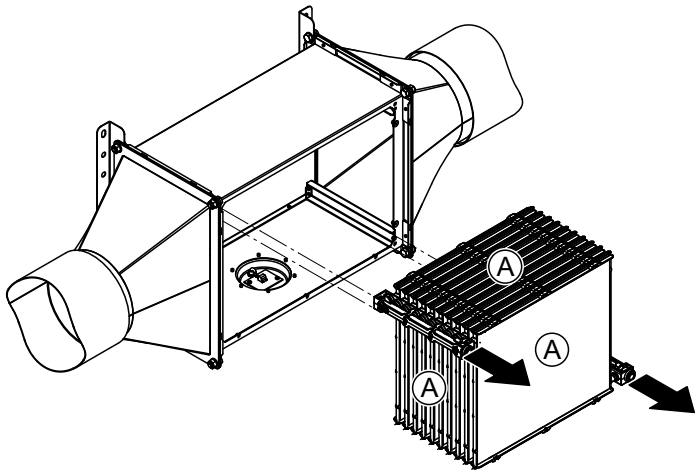

Abb. 24: Befeuchtereinsatz ausbauen
10. Platzieren Sie die beiden schwarzen Wasserverteiler des Befeuchtereinsatzes auf den Schienen im Befeuchtergehäuse und schieben Sie den Befeuchtereinsatz bis zum Anschlag in das Befeuchtergehäuse (siehe *Abb. 24*).